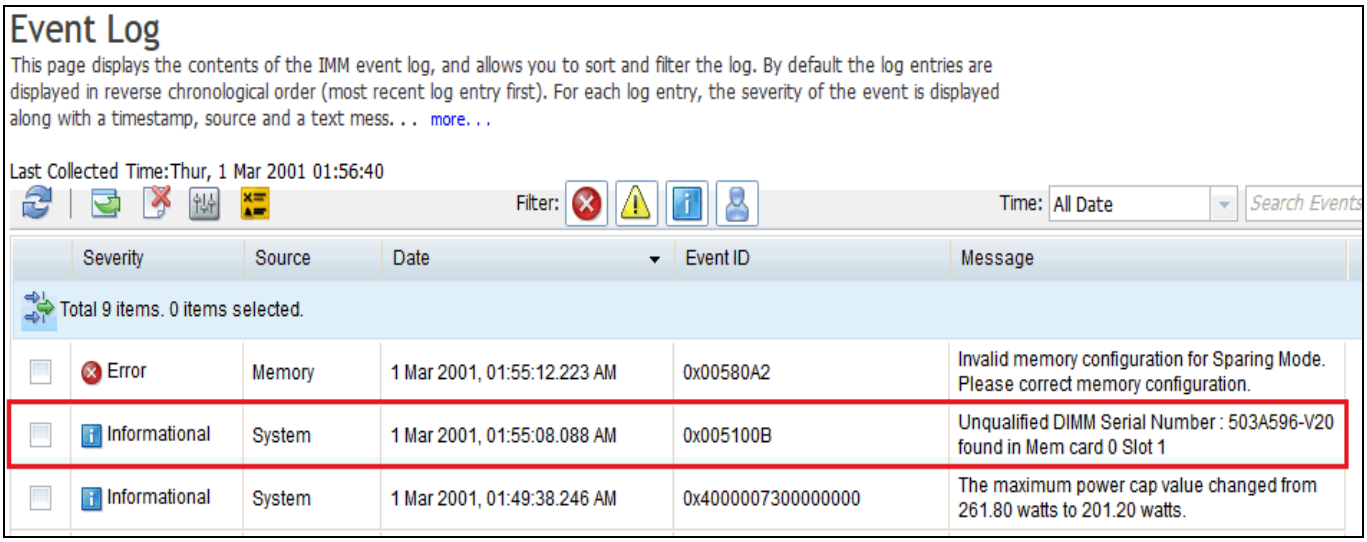

**Figure 39: Lenovo qualified DIMM error log in IMM**
**Figure 39** shows an unqualified DIMM error log in IMM.